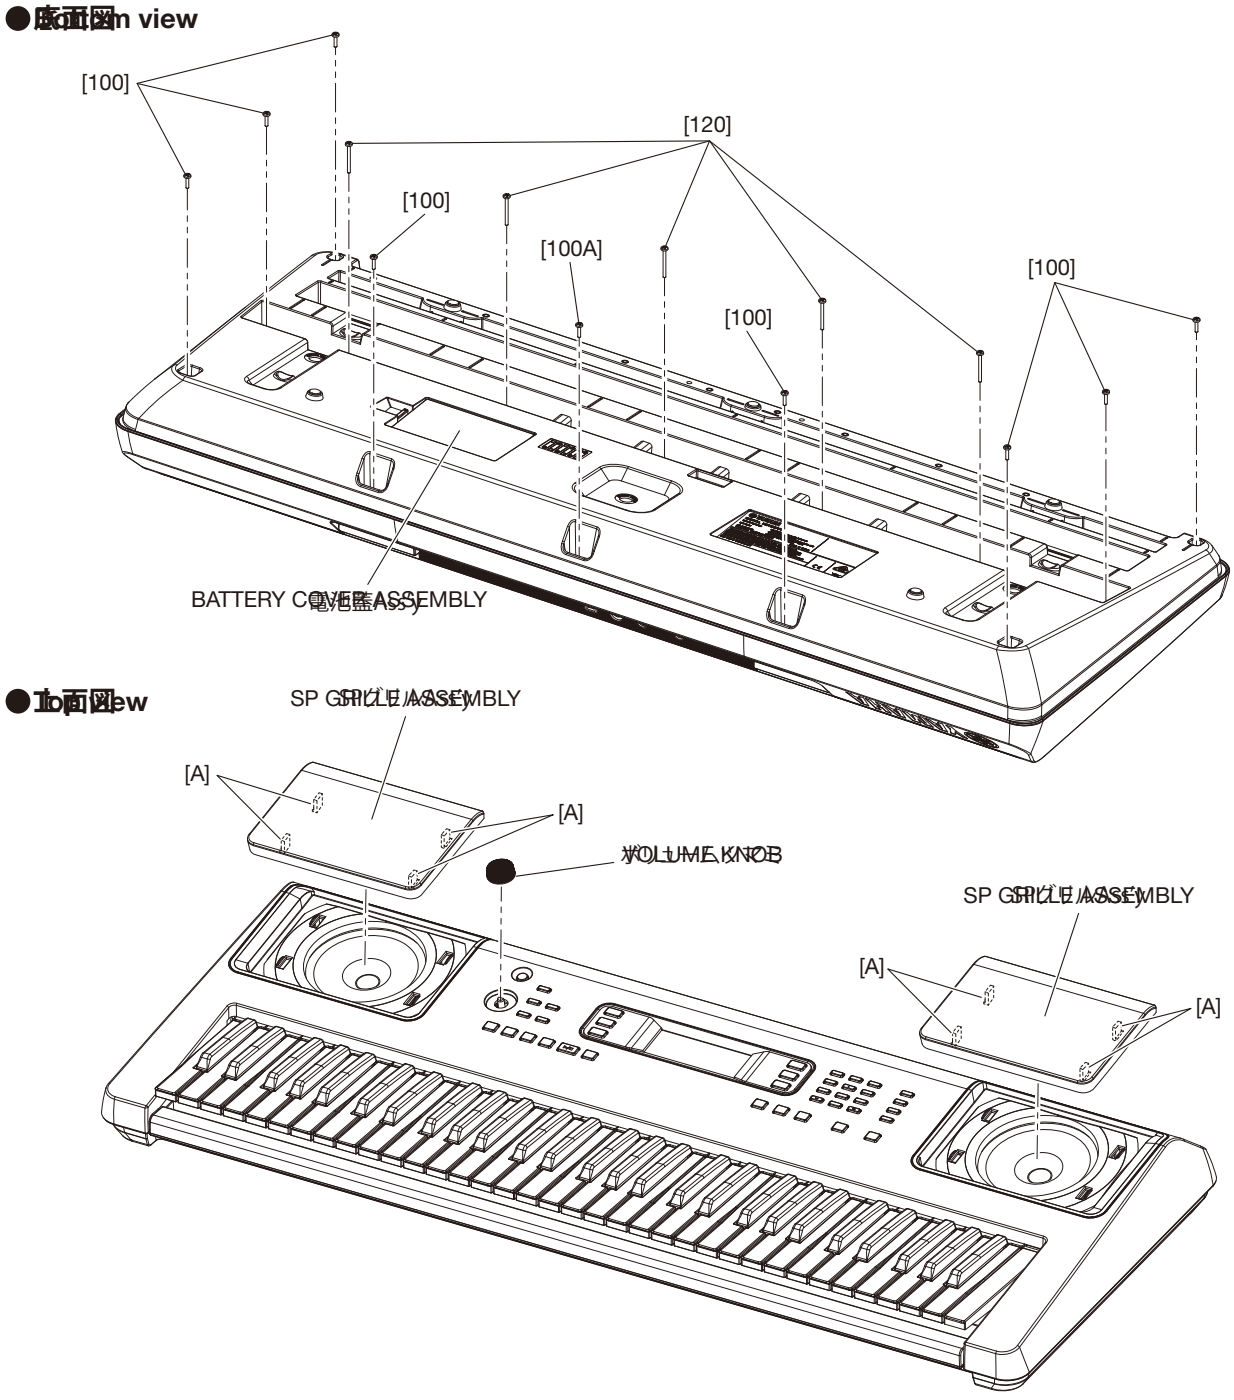
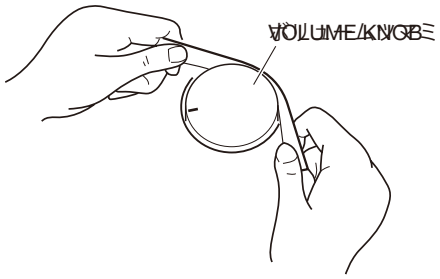

Fig.1
Fig.4
1. Remove the 5 screws marked [120] and the 9 screws marked [100]. The lower case assembly can then be removed. (Fig.1)
* ***When installing the lower case assembly, first tighten the screw marked [100A] and then the remaining screws. (Fig.1)***
3. Remove the knob from the control panel surface. (Fig.1, Fig.4)
2. Release the 4 claws marked [A] of the SP grille. The SP grille can then be removed. (Fig.1)